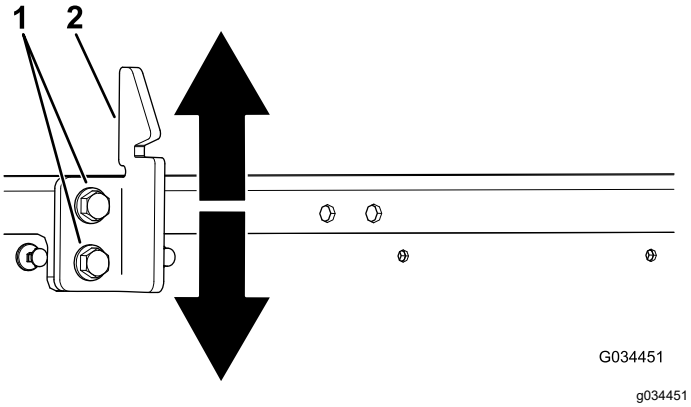

**Figuur 52**
3. Zet de 2 bouten op het stootvlak van de laadbakgrendel los en zet het stootvlak zoals vereist naar boven of naar beneden (Figuur 52).
4. Draai de 2 bouten van het stootvlak van de laadbakgrendel vast (Figuur 52).